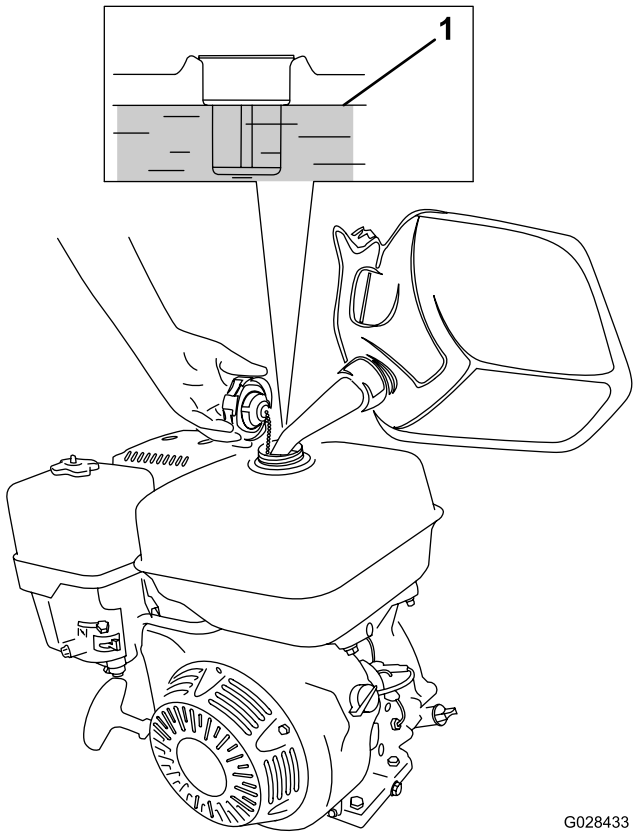

Figura 16
1. Pulite intorno al tappo del serbatoio carburante e togliete il tappo dal serbatoio (Figura 16).